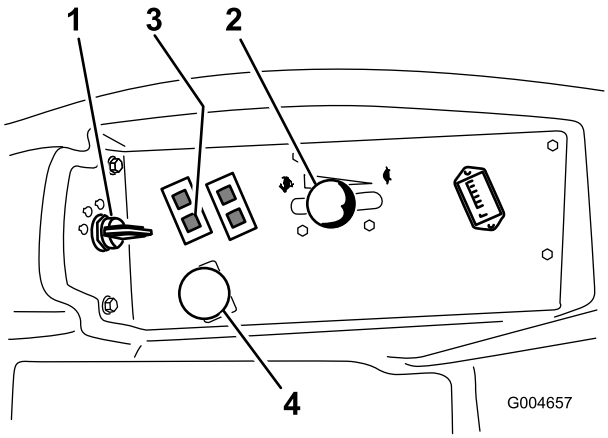

Figuur 16
4. Schakel de aftakas uit (Figuur 16).
5. Zet de gashendel halverwege tussen Langzaam en Snel (Figuur 16).